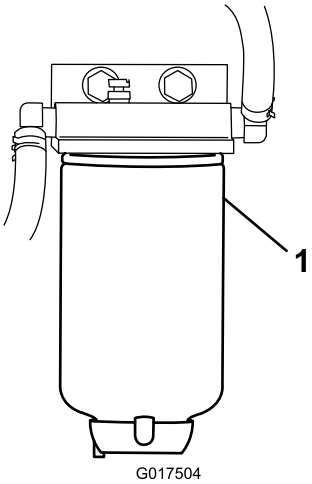

Rysunek 38
3. Odkręć filtr paliwa od wspornika (Rysunek 38).